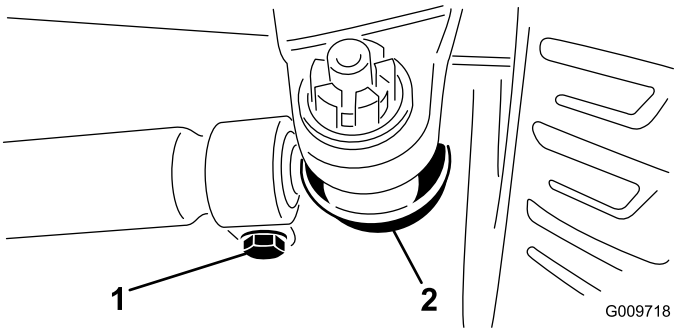

Figur 88
3. Du kan justere afstanden ved at fjerne låseclipsen og møtrikken fra hver forbindelsesstangs kugleled (Figur 88). Fjern forbindelsesstangens kugleled fra akselhusets holder.
4. Løsn klemmerne i hver ende af forbindelses-stængerne (Figur 88).